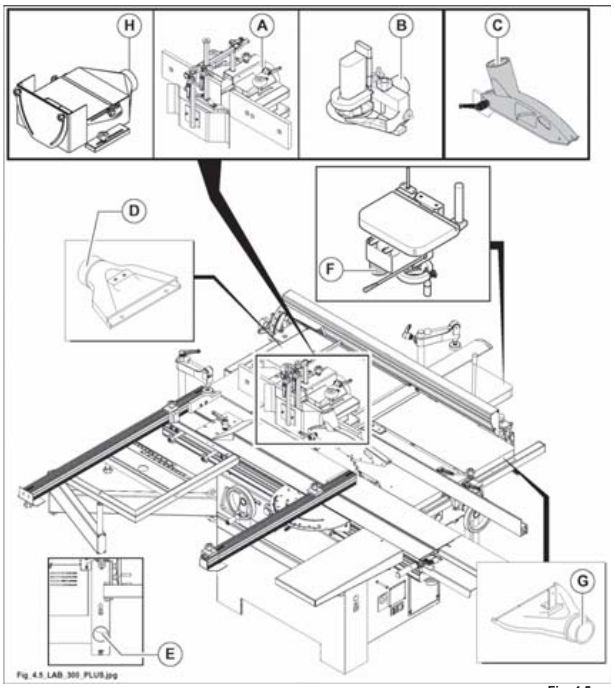

Fig. 4.5
- (A fig. 4.5) diametro 120 mm (cuffia toupie)
- (B fig. 4.5) diametro 100 mm (cuffia per sagomare)
- (C fig. 4.5) diametro 60 mm (protezione sega)
- (D fig. 4.5) diametro 120 mm (cuffia pialla filo)
- (E fig. 4.5) diametro 120 mm (aspirazione sega)
- (F fig. 4.5) diametro 120 mm (OPT) (aspirazione cavatrice)
- (G fig. 4.5) diametro 120 mm (cuffia spessore)
- (H fig. 4.5) diametro 120 mm (OPT) (cuffia toupie per tenonare)